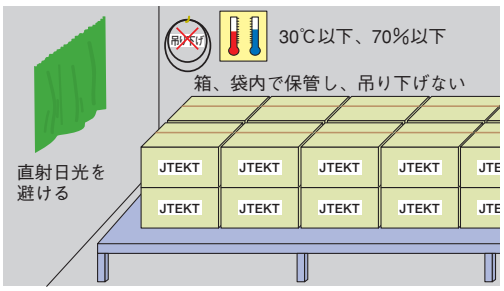

図1.7.1
- 保管場所はさび発生防止のためにも、室温度30℃以下、平均相対湿度40～70%を保持してください。（図1.7.1参照）